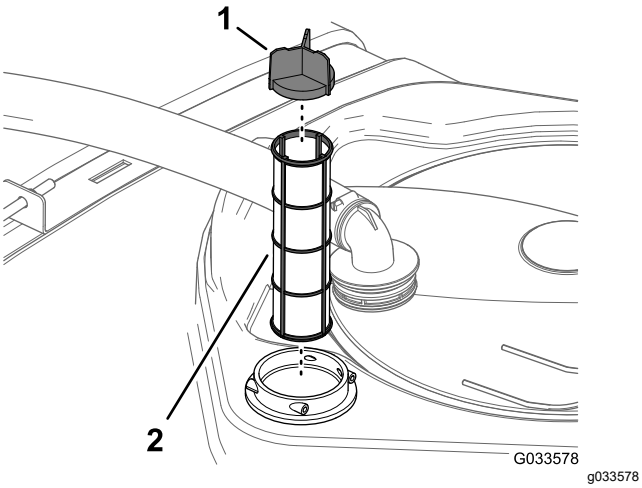

Bild 108
4. Entfernen Sie den alten Saugfilter aus dem Filtergehäuse im Behälter (Bild 108).